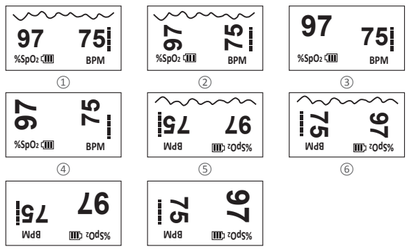

Figura 6
2) Hay ocho modos de visualización, consulte la Figura 6. ①-⑧